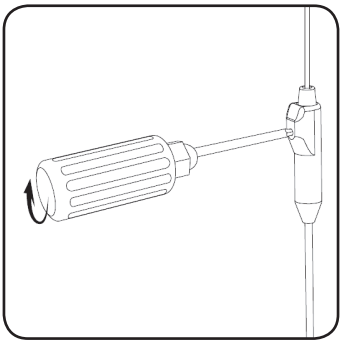

Figura 19. Fissare l'elettrocatetere serrando la vite di fermo in senso orario sul manicotto di ritenzione
5. Inserire completamente il cacciavite torsiometrico nel foro del blocco connettore dell'estensione percutanea. Serrare la vite di fermo girando il cacciavite torsiometrico in senso orario fino allo scatto (**Figura 19**).